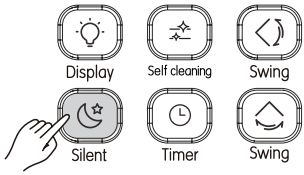

Рисунок 3.14
1) Когда блок находится в режиме охлаждения или нагрева, нажмите (см. Рисунок 3.14), чтобы запустить режим «Бесшумный». На экране отображается значок ;